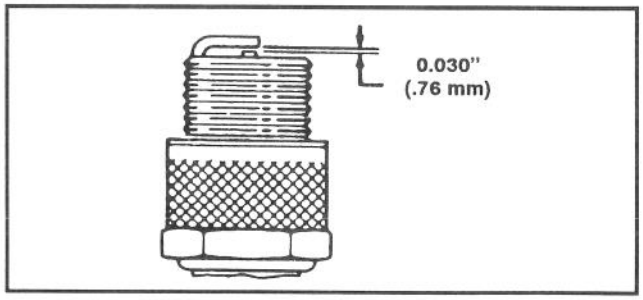

Abb. 17
3. Den Luftspalt auf 0,76 mm einstellen (Abb. 17). Die auf den korrekten Abstand eingestellte Zündkerze mit einer Dichtungsscheibe versehen und auf 19 N•m anziehen